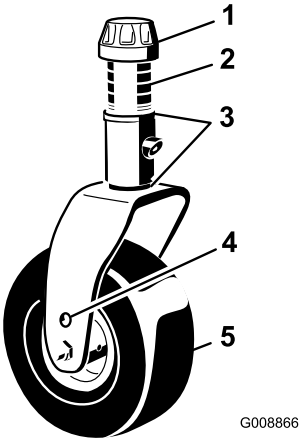

Figur 78
1. Ta bort spännlocket från spindelaxeln och skjut ut spindeln ur svänghjulsarmen (Figur 78). Flytta mellanläggen på lämpligt sätt för att höja eller sänka svänghjulet tills klippenhetens lutning är korrekt.